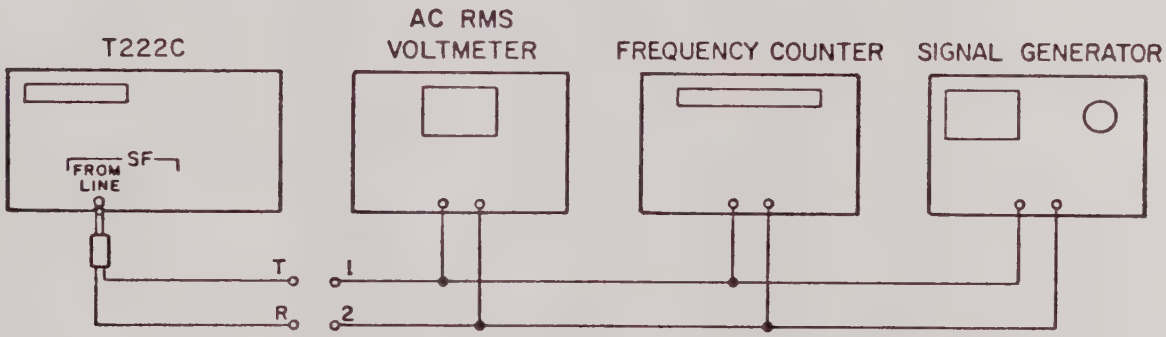

FIGURE 7-2
7.7.04 Establish the test set-up of Figure 7-2
a. Connect the points marked 1 and 2 (Figure 7-2) to the points marked T & R respectively.
7.8.01 Dismantle test set-up of Figure 7-2 and set the ADJUST SEND SIGNAL thumbwheel switches as described in Section 7.6.02.